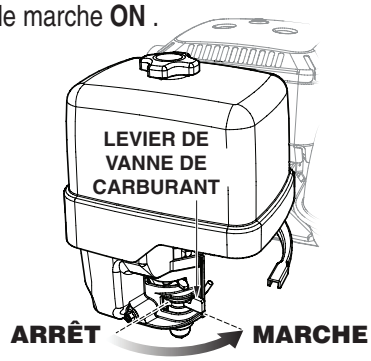

Figure 16. Levier d'arrêt de carburant
1. Déplacer le levier d'arrêt de carburant (Figure 16) à la position de marche **ON** .